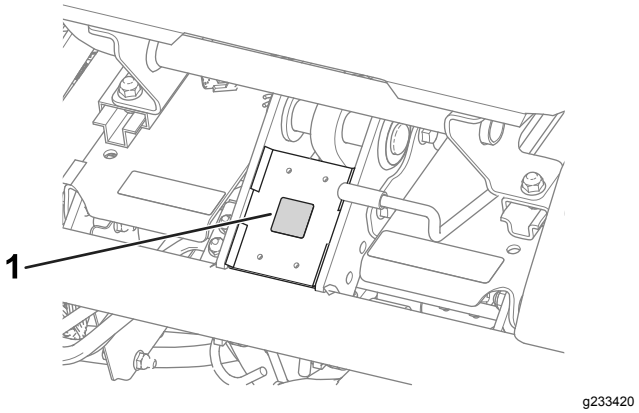

**Figuur 11**
- Breng de CE-markeringssticker aan op het frame, onder de voorkant van de stoel (Figuur 11).